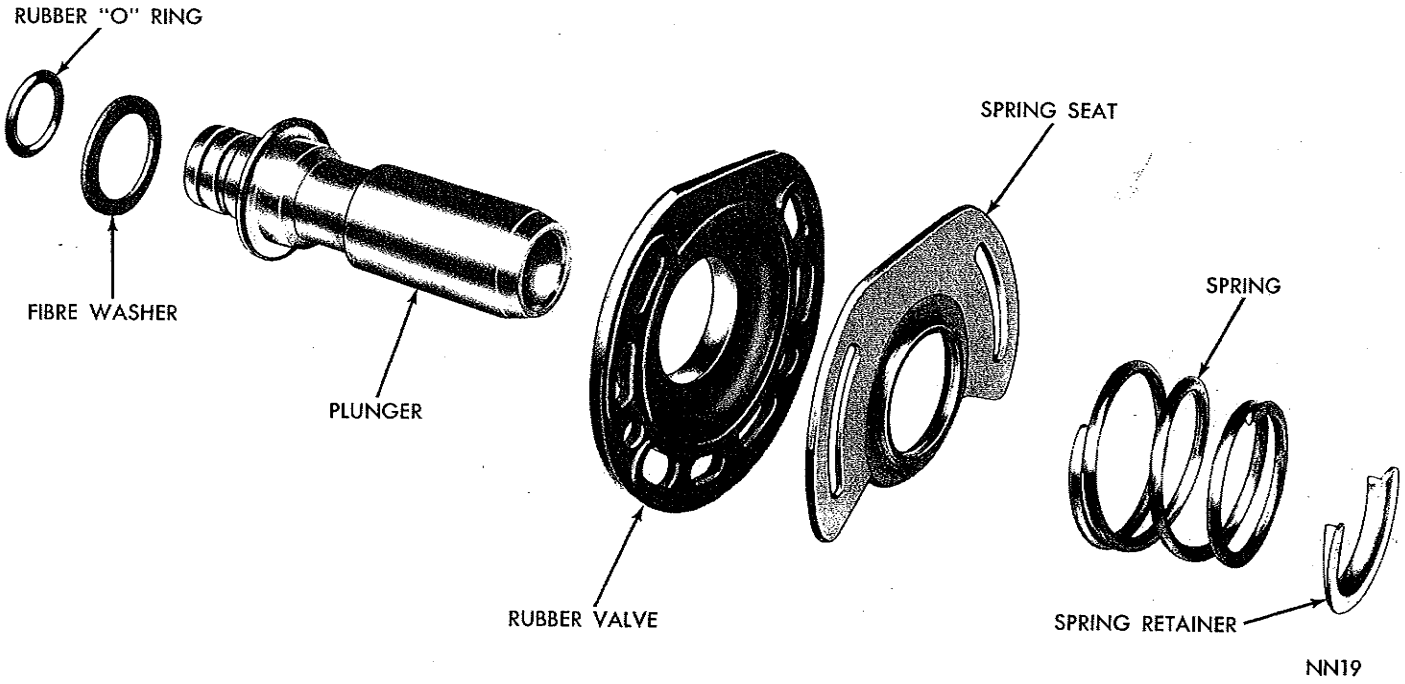

***Fig. 15—Plunger Assembly, Exploded View***
(17) Disassemble plunger by removing spring, washer, rubber valve, "O" ring, spring seat and fibre washer (Fig. 15).
(1) Install rubber valve, spring seat, spring, "O" ring and fibre washer on plunger (Fig. 15).